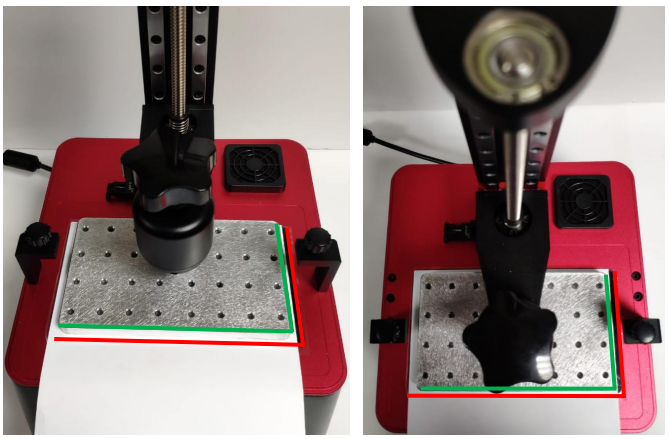

Рис.4
10. Платформа должна плотно прижать лист бумаги. Сориентируйте край платформы параллельно краю экрана печати (краю листа бумаги на экране печати) Рис.4.